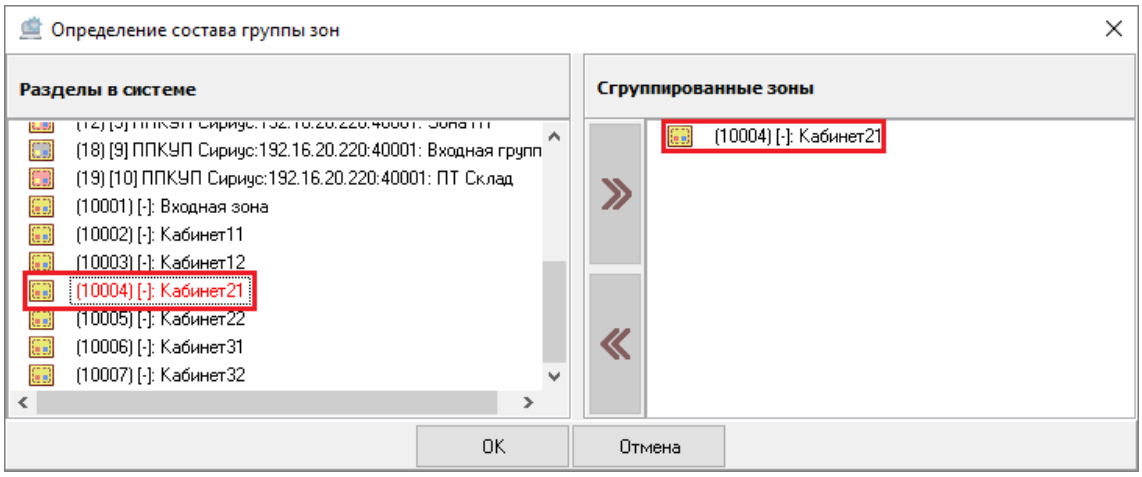

Рисунок 6-349 Выбранная системная зона
В поле ***«Зоны в системе»*** отображаются все системные и аппаратные зоны того рабочего места, для системной группы зон которого определяется состав. При этом для зон, выбранных в качестве составляющих настраиваемой группы зон, применяется маркировка красным шрифтом (см. Рисунок 6-349).
– дважды кликните левой клавишей мыши по системной зоне в поле «Зоны в системе». Системная зона будет добавлена в поле «Сгруппированные зоны» (см. Рисунок 6-349);